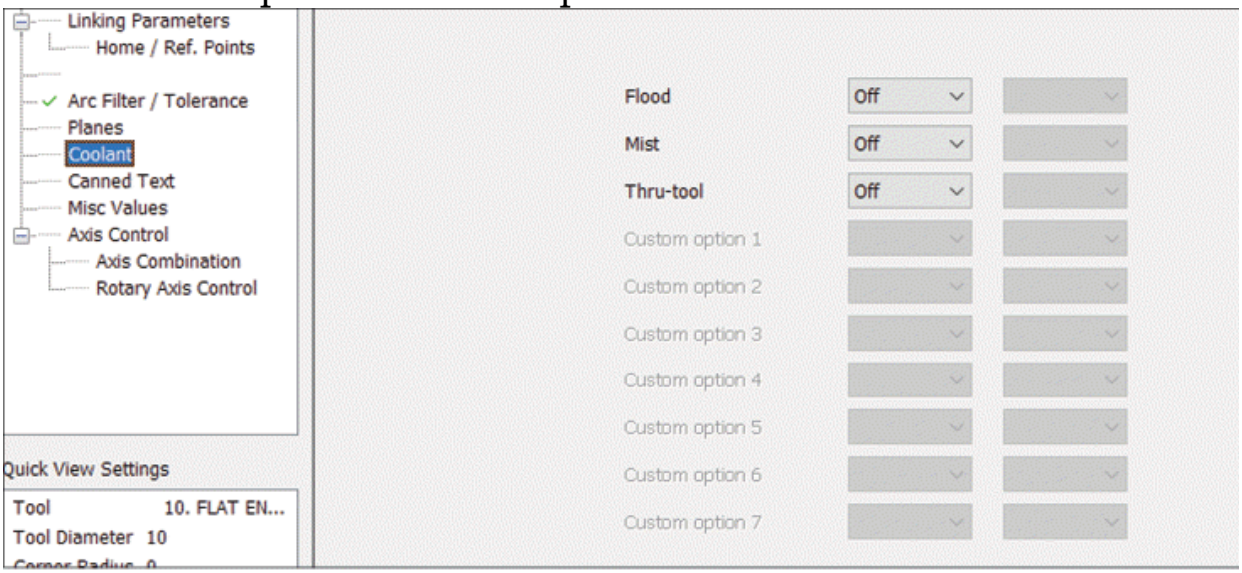

Figure-16. Coolant options
- Select the **Coolant** option from left area in the dialog box to define how coolant will be provide while machining toolpath. The options in the dialog box will be displayed as shown in Figure-16. Select the **On** option from desired drop-down to activate respective coolant port in machine.